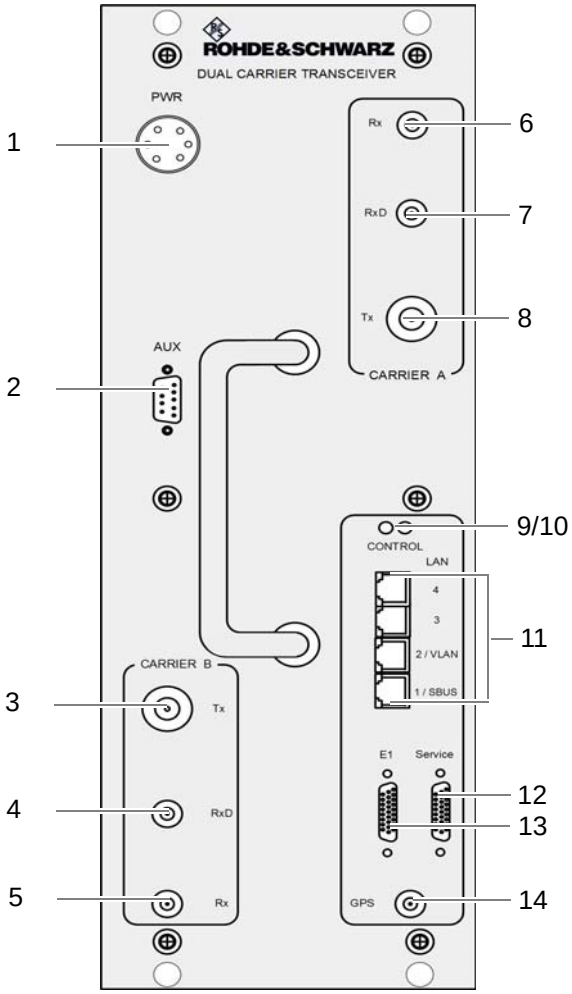

Figure 11.1 TIB (front view)
Figure 11.1 shows the front view of the TIB. The following table describes these indicators in detail.
| Remove the power supply cable, see (1) in Figure 11.1 on page 176.
| Remove all Ethernet cables, see (9) to (11) in Figure 11.1 on page 176.
| Remove all cables at the Rx receiver inputs and at the GPS antenna connection using a wrench size 8, see (4) to (7) and (12) in Figure 11.1 on page 176.
| Remove all cables at the Tx transmitter outputs using a wrench size 19, see (3) and (8) in Figure 11.1 on page 176.
| Remove the cable at the port for the "AUX" antenna connection using a flathead screwdriver size 0.6 x 3.5, see (2) in Figure 11.1 on page 176.
- Connect the corresponding cable at the port for the "AUX" antenna connection using a flathead screwdriver size 0.6 x 3.5, see (2) in Figure 11.1 on page 176.
- Connect the corresponding cables at the Tx transmitter outputs with a dynamometric key size 19 using a torque of 1 Nm, see (3) and (8) in Figure 11.1 on page 176.
- Connect the corresponding cables at the Rx receiver inputs and at the GPS antenna connection with a dynamometric key size 8 using a torque of 0.6 Nm, see (4) to (7) in Figure 11.1 on page 176.
- Connect the Ethernet cables at each of the respective intended ports, see (9) to (11) in Figure 11.1 on page 176.
- Connect the power supply cable, see (1) in Figure 11.1 on page 176.